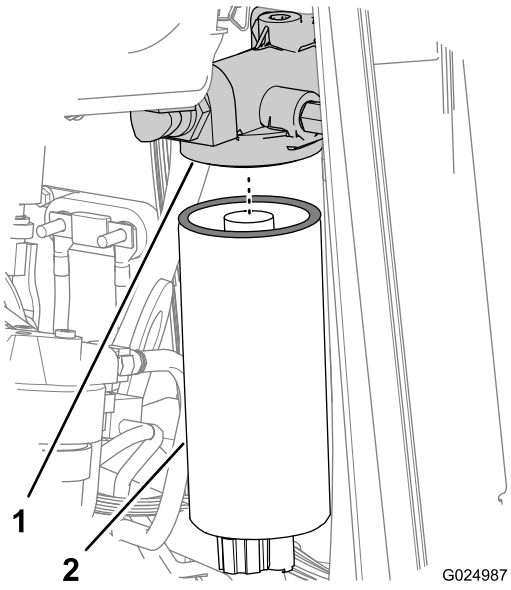
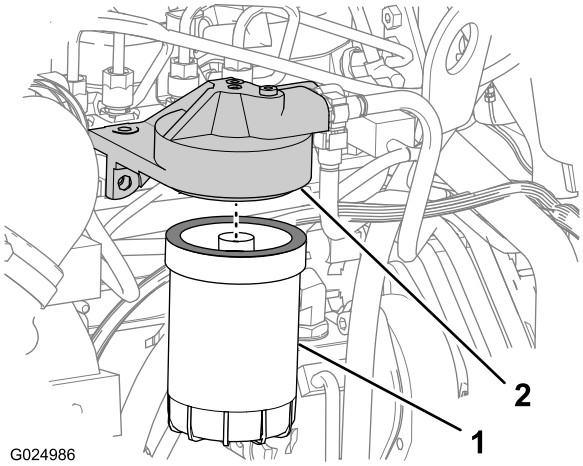

Figura 73
Figura 74
7. Afloje y retire el filtro de combustible primario (Figura 73).
9. Afloje y retire el filtro de combustible secundario (Figura 74).
1. Limpie con un trapo las superficies de sellado de los adaptadores de los filtros de combustible primario y secundario (Figura 73 y Figura 74).
3. Instale el filtro de combustible primario en el adaptador del filtro, y apriete el filtro hasta que la junta entre en contacto con la superficie del cabezal del filtro (Figura 73).
6. Instale el filtro de combustible secundario en el adaptador del filtro, y apriete el filtro hasta que la junta entre en contacto con la superficie del cabezal del filtro (Figura 74).